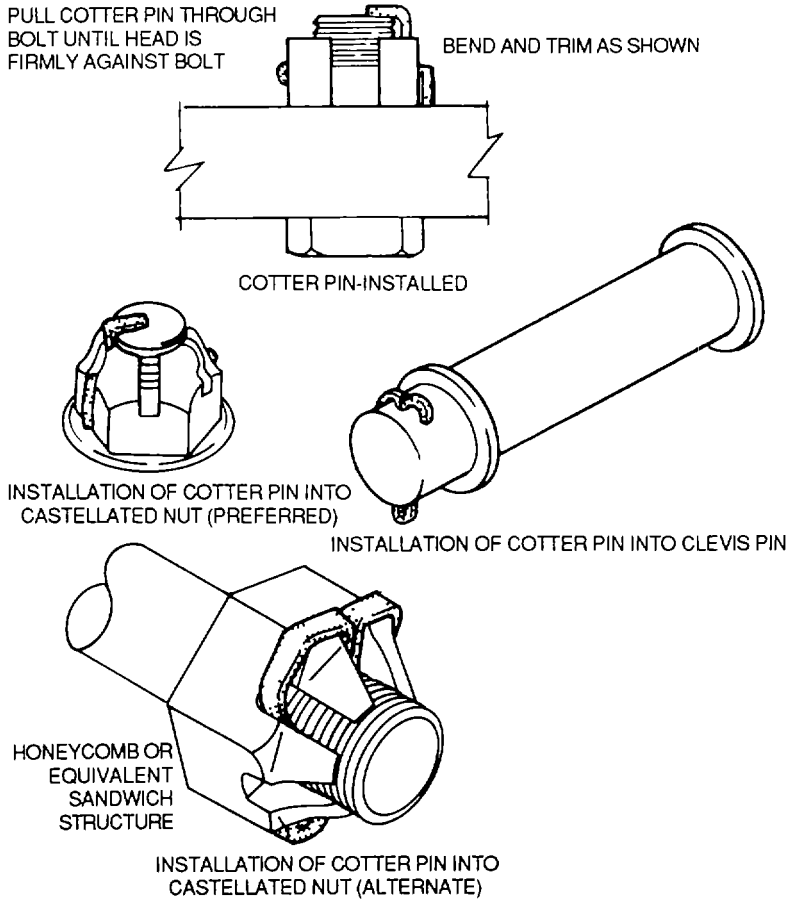

Figure 2-77. Cotter Pin Installation
(1) Install cotter pin in castellated nuts and bolts with head parallel to slot in nut, as shown In figure 2-77. This Is the preferred method
(2) Install cotter pin with head horizontal to slot In nut as an alternate installation, as shown In figure 2-77. This method will be followed where there is danger of snagging hands, clothing, or equipment of flight personnel on sharp ends of cotter pin or because of installation difficulties.
(3) When safetying a clevis pin, install the cotter pin with the axis of the eye parallel to the shank of the clevis pin or rod end. Bend the prongs around the shank of the clevis pin or rod end, as shown in figure 2-77.